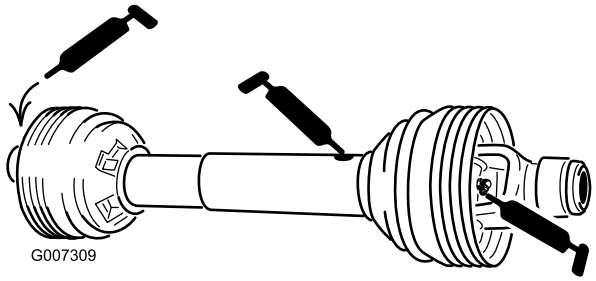

**Figur 39**
Kraftuttaksakselen (3) (Figur 39)